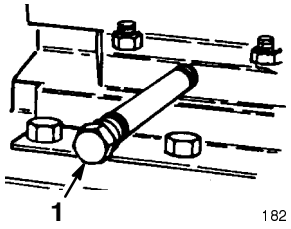

Figure 24
2. Clean the area around the oil drain plug (Fig. 24).
3. Slide the oil drain pan below the drain extension and remove oil drain plug (Fig. 24).